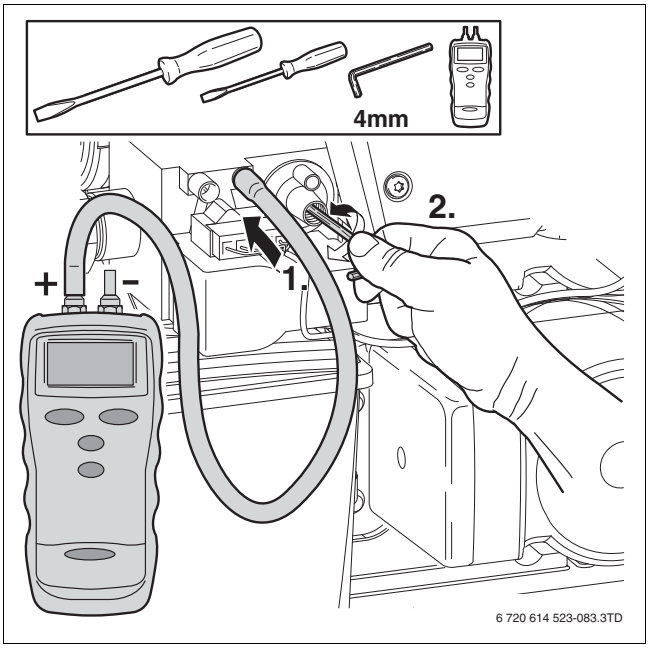

Afb. 43 Controleren gas-luchtverhouding
- ▶ Stel de gas-luchtverhouding af (→ afb. 43, [2]).